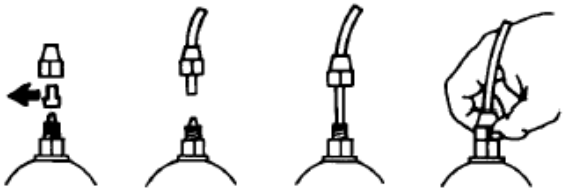

Рис. 7
e. – Снимите защитные колпачки с двух ниппелей, пропустите шланг через гайку, одновременно проталкивая и вращая, вставьте шланг в коническое соединение ниппеля (зажим шланга). Поворотом гайки зафиксируйте шланг. (Рис. 7)